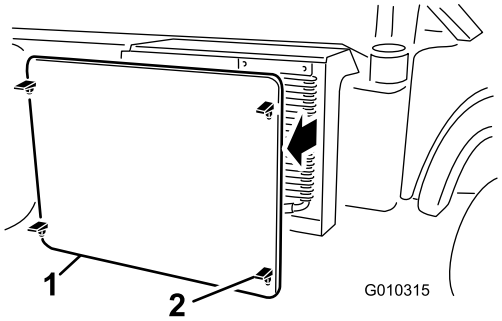

Figur 56
2. Lossa och ta bort kylargallret från kylarens framsida (Figur 56).